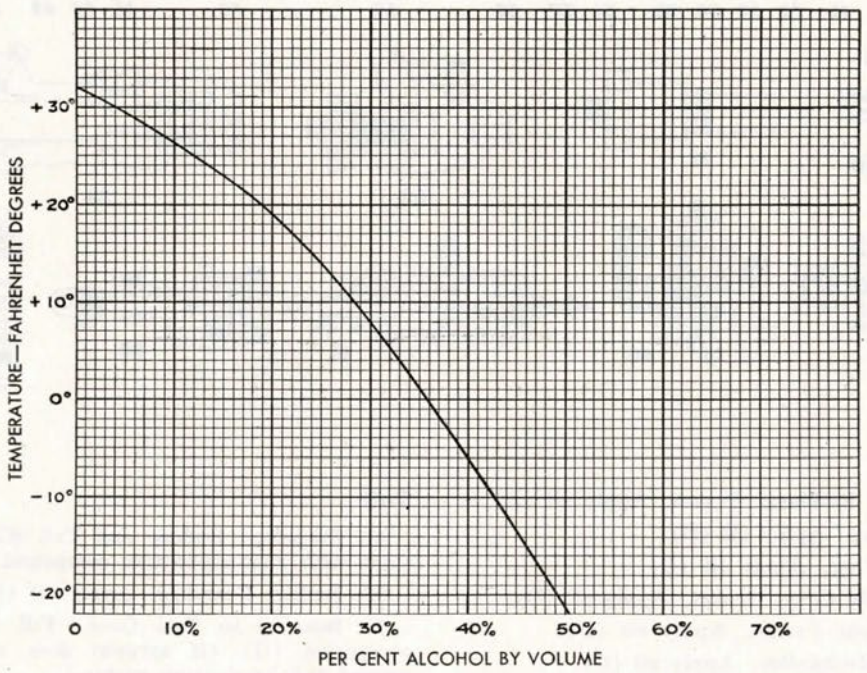

Figure 132B
1. Submarines or surface craft which operate in freezing weather, should protect both the water compartment and the exercise head against freezing by the addition of alcohol to the water when necessary (see Fig. 132B).